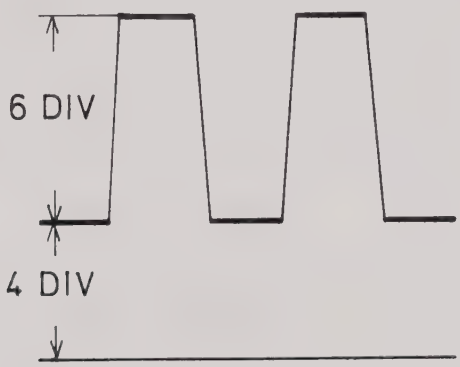

Fig. 3.58. Test signal for the trigger sensitivity in the TTL mode
- Apply a square-wave voltage for an amplitude of 6 DIV riding on an offset for 4 DIV (Fig. 3.58) to the A, B and EXT input sockets, using T pieces and a termination pad; frequency 2 kHz